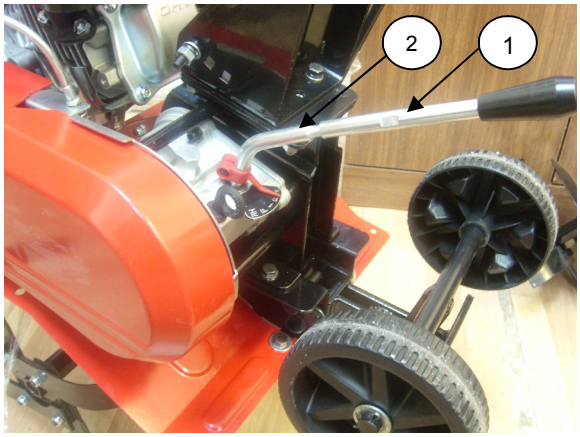

Рис. 9.
1. Установить рычаг переключения передач в положение “1”, ”2” или ”RH” (см. рис. 9).
1.Навернуть от руки удлинитель рычага переключения передач (см. рис.9, поз.1) на резьбу рычага (поз. 2)